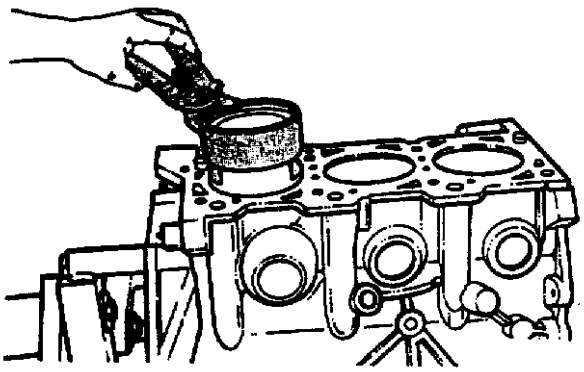

图 3－80　安装活塞环
④排气门切面应对正发动机排气歧管一边(见图 3－70)。
⑤安装连杆螺栓保护套在连杆螺栓上。
⑥转动曲轴以至连杆轴颈在发动机缸套的中心上。将连杆和活塞插入缸套中并在曲轴颈上插入导向杆。
⑦用一铁锤柄轻敲活塞使其下到缸套中。同时，将连杆嵌入连杆轴颈的位置中。
⑧安装连杆瓦。将螺母装到已清洁过和已用油浸泡过的连杆螺栓上并拧紧螺母到 54N · m 的扭矩再拧 1/4 圈。